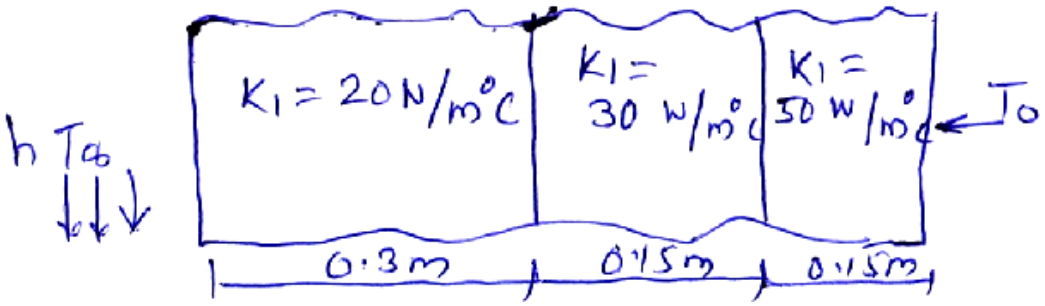

Fig.3
b) A composite wall consisting of three elements as shown in fig. 3. The outer temperature is To = 20°C convection heat transfer takes place on the inner surface of the wall T∞ = 800°C and h = 25 W/m²°C. Determine the temperature distribution in wall. **[8]**